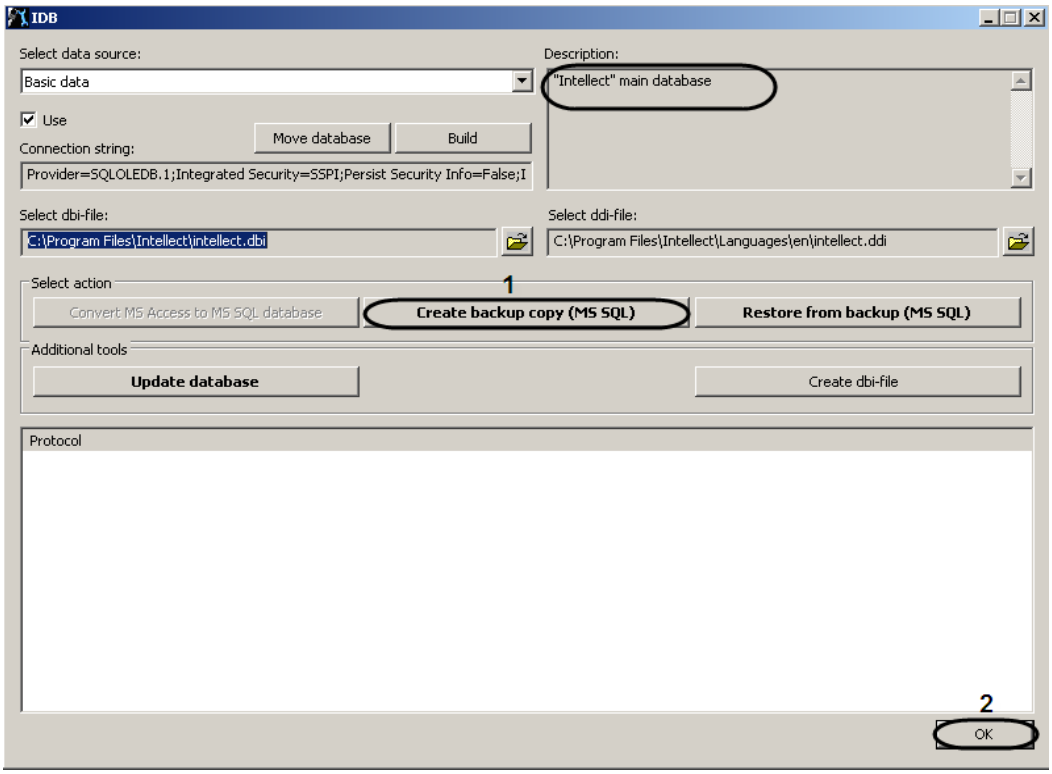

Figure 8.3-26 Creating configuration backup copy
1. Run the idb.exe utility from the Intellect installation directory (e.g., C:\Program Files\Intellect). The dialog box of the idb.exe utility is displayed (Figure 8.3-26).
2. To create backup copy of Intellect configuration database click **Create backup copy (MS SQL)** (Figure 8.3-26, 1). In opened window select the folder where the configuration backup copy is to be created.
3. If the configuration backup copy is created without any errors (see the protocol of the idb.exe utility), then click **OK** (Figure 8.3-26, 2). If there are some errors, then repeat 2 step or use MS SQL Server 2005 tools for creating database backup copies.